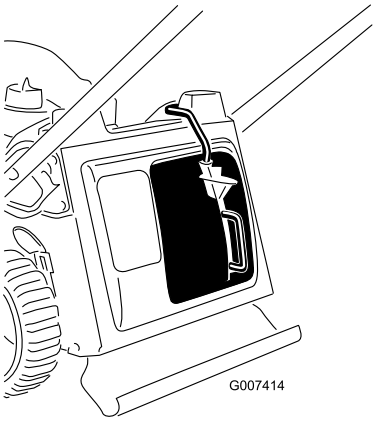

Bild 9
3. Lassen Sie die Taste am Hebel los und stellen Sie sicher, dass die Oberseite des Hebels ganz im Schalterkanal liegt (Bild 9). **Wenn die Hebeloberseite nicht im Schalterkanal liegt, springt das Mähwerk nicht an!**